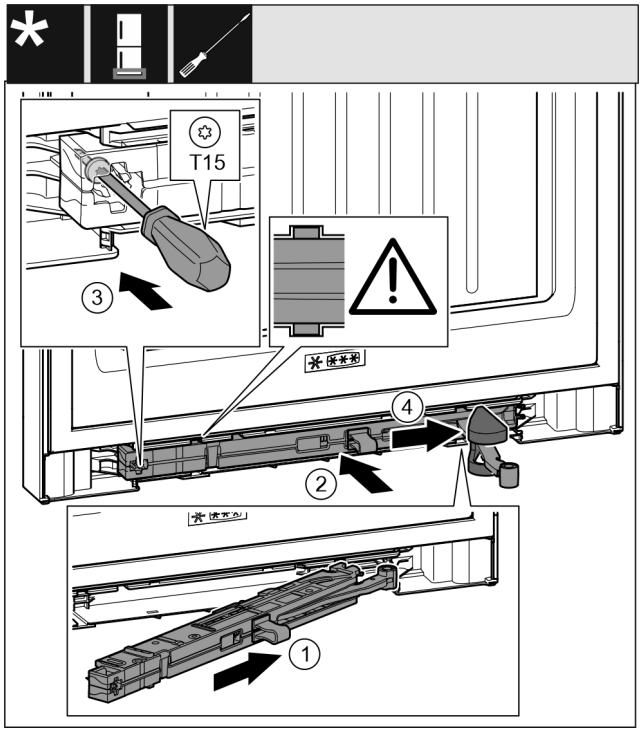

Fig. 68
▶ On the swap bearing block side, slide the closing damper unit *Fig. 68 (1)* into the recess at an angle up to the stop.
▶ Push the closing damper unit *Fig. 68 (2)* into the recess completely.
▶ Use a screwdriver to tighten the screw *Fig. 68 (3)*.
▶ Push the cover *Fig. 68 (4)* over the joint.